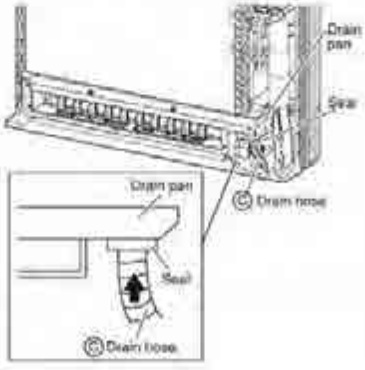

Fig. 2
- Insert the Ⓒ drain hose into the socket of the drain pan. (See **Fig. 2**)